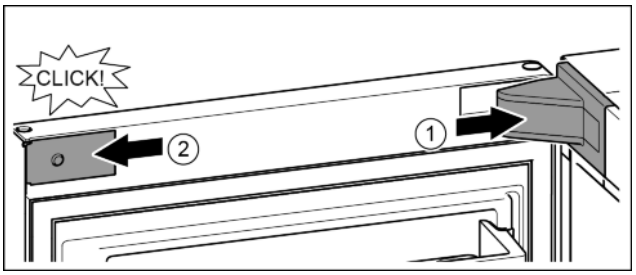

Fig. 22
- ▶ Крышку опорного кронштейна установить и зафиксировать, при необходимости, осторожно разжать. *Fig. 22 (1)*
- ▶ Установить сбоку накладку и зафиксировать. *Fig. 22 (2)*